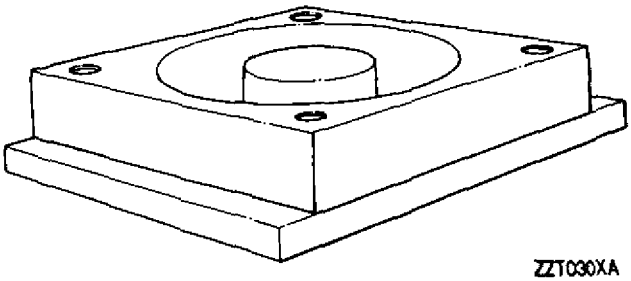

Figure 7. 6799616 Compressor Front Labyrinth Seal Assembly Solder Pouring Fixture
(4) Wash flux from seal with water. Use shop air, free from water and oil, to dry seal.
h. Install part into 6799616 pouring fixture (figure 7).